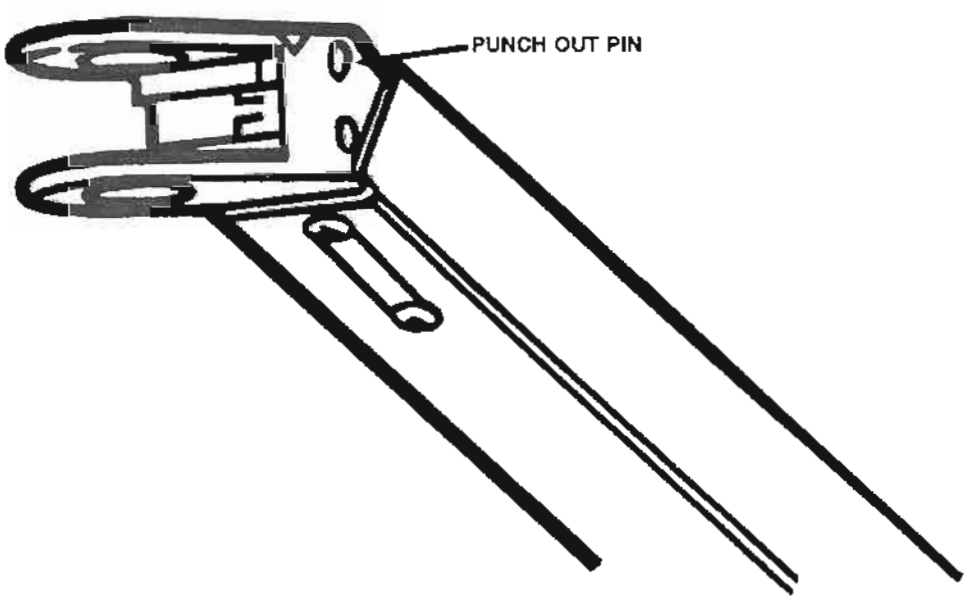

Figure 3-18. Punch out pin.
(12) Remove the steel pin using a pin punch and remove the knuckle (fig 3-18).